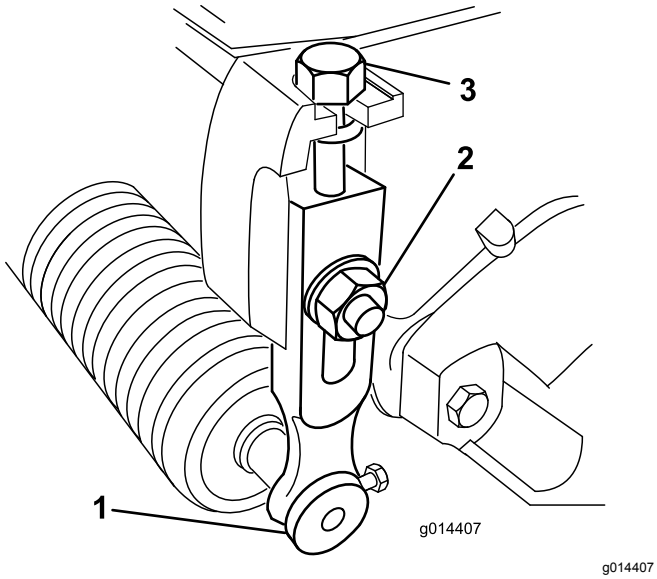

Rysunek 14
1. Poluzuj nakrętki zabezpieczające mocujące ramiona wysokości cięcia do płyt bocznych jednostki tnącej (Rysunek 14).